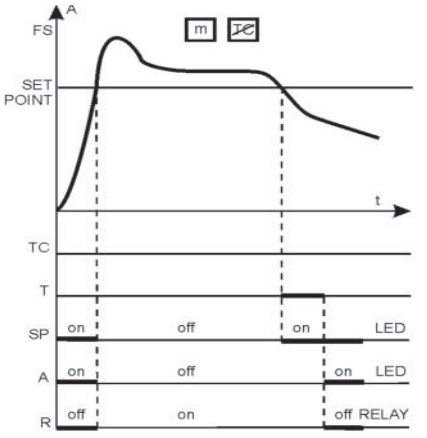

Fig.5
under min set point programming and without TC (DS1-3=ON), when I=0. the relay is in alarm (fig. 5).
SOGLIA DI MIN (sottocorrente) -fig.5,6
- DS1-3=ON (TC disattivato), il dispositivo risulta in allarme a corrente "zero": l'applicazione per il controllo delle resistenze elettriche singole (fig. 5) è la più comune.
MIN SET POINT (undercurrent) -fig.5,6
- DS1-3=ON (TC is not activated), the device is in alarm with current = 0. The most common application is the control of a single electric resistance (fig. 5).